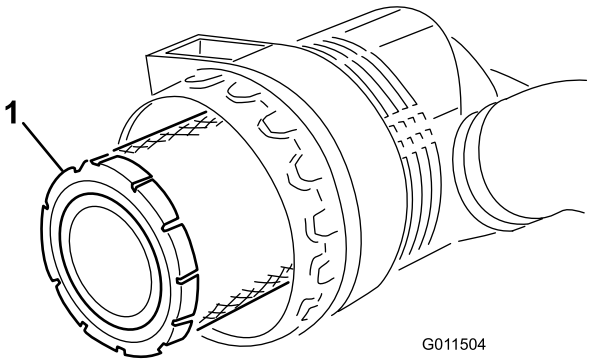

Figuur 49
3. Verwijder het voorfilter (Figuur 49). Het wordt afgeraden het gebruikte element te reinigen omdat dit kan leiden tot beschadiging van de filtermedia.
4. Plaats het voorfilter terug (Figuur 49).